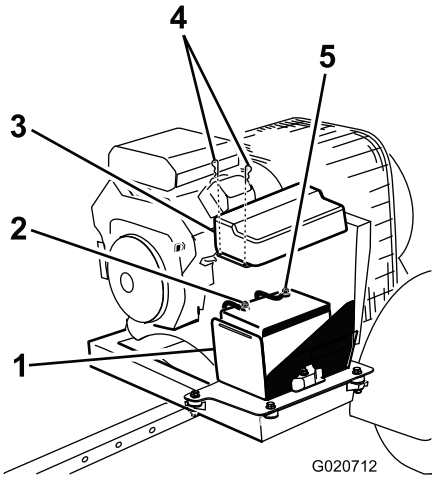

Figur 5
2. Slut det røde pluskabel til pluspolen (+) (Figur 5).
3. Monter minuskablet (sort kabel) til batteriets minuspol (–) (Figur 5).